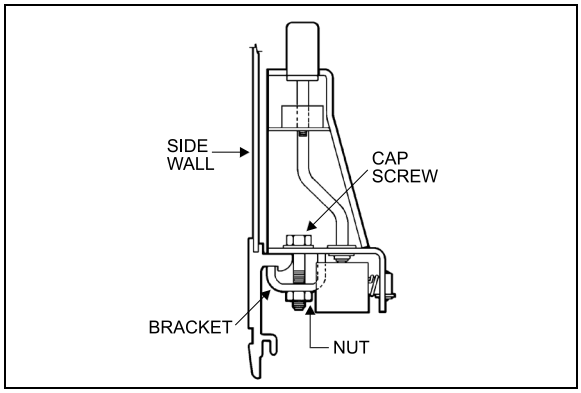

FIGURE 91: ARMREST 18106
5. Remove 2 nuts and washers holding seat frame to pedestal rods. See Figure 91.